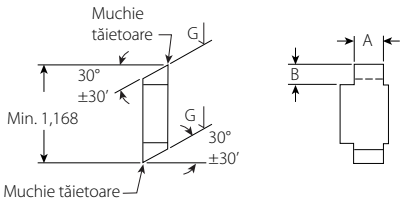

FIGURA 5
2. Ascuţiţia ambele muchii ale frezei conform specificaţiilor. Vezi figura 5 de mai jos.